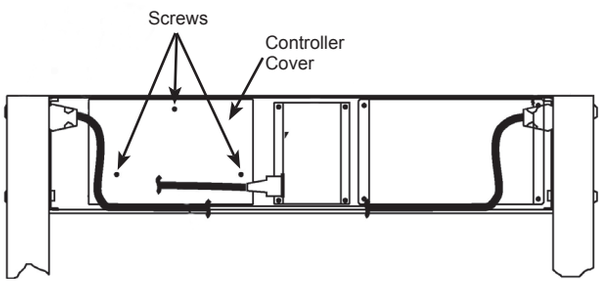

Figure 2-9
3. Remove the three screws that hold controller cover. *(See Figure 2-9.)*